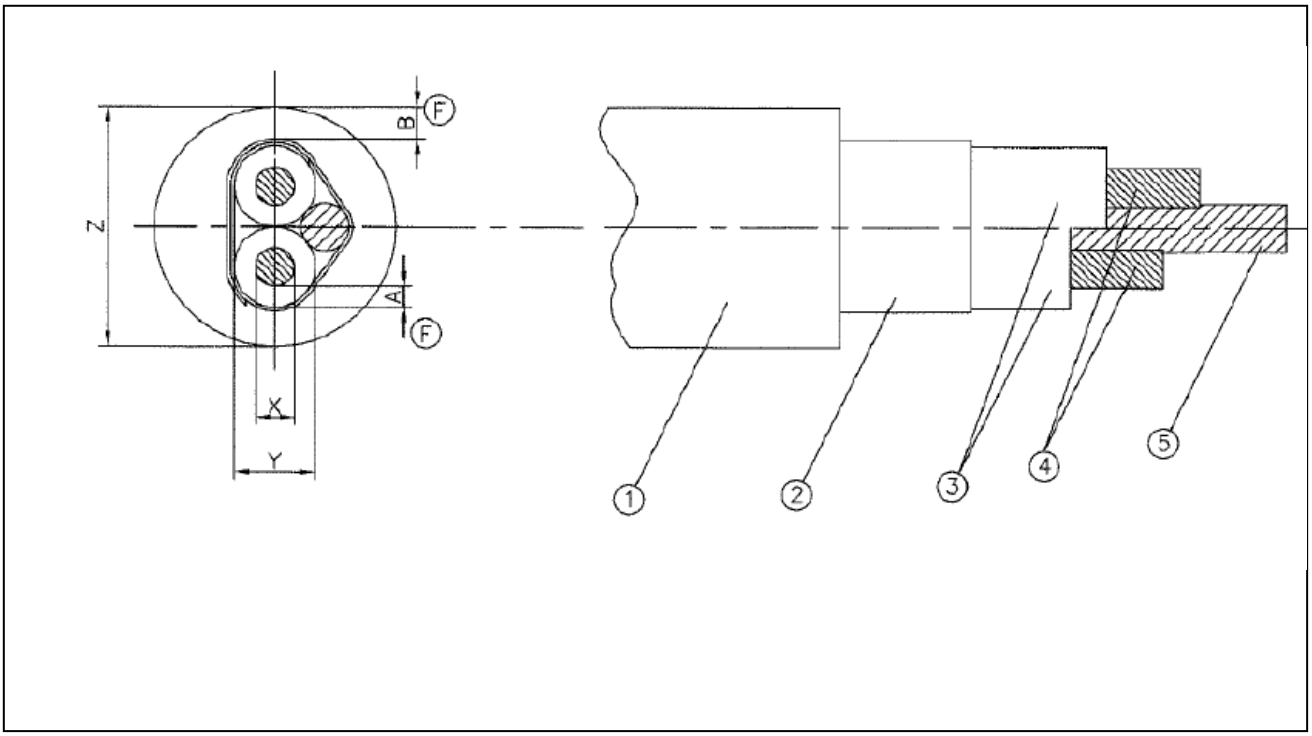

**Рис. 2.** *Устройство нагревательного кабеля для* ***Devimat™*** *DTIR-100, DTIR-150.*
*Внутренние размеры кабеля.* ***Дополнение к Рис.2.***